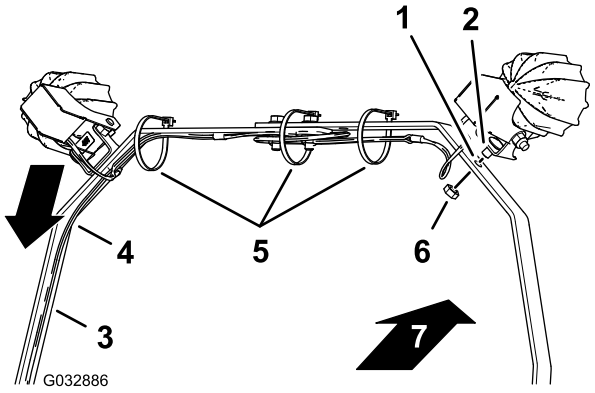

Figur 12
1. Innrett lysfestene med linsene til lysene mot fronten av maskinen (Figur 12).
2. Innrett ledningssatsen langs den venstre lysstangbøylen som vist i Figur 12.
3. Innrett den korte låsebolten som du monterte på monteringsbraketten for LED-lyset, med hullet i lysstangbøylen (Figur 12).
4. Monter LED-lyset og den korte låsebolten på lysstangbøylen med en mutter (Figur 12).
7. Fest ledningssatsen til lysstangbøylene med kabelfester som vist i Figur 12.